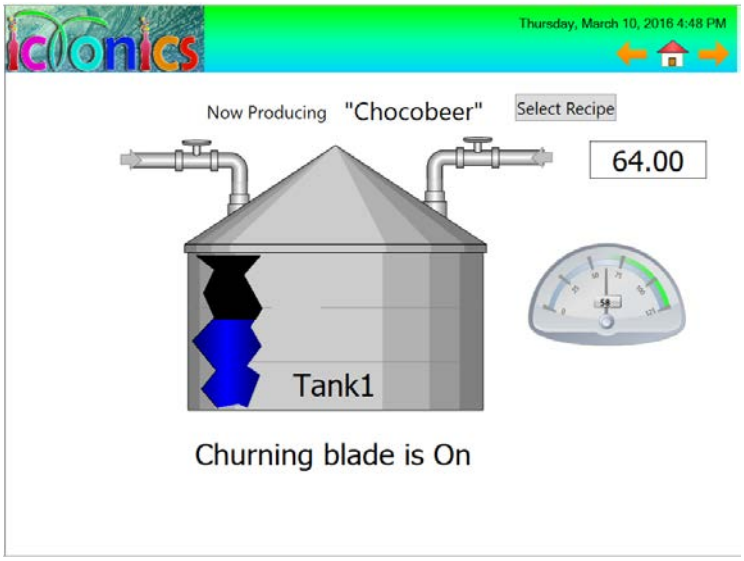

Figure L15.13 - icTonicsTankMonitor Display
10. Go to the button's properties and change the **Text** to **Select Recipe**. Make your finished display look like the one shown in Figure L15.13, and save it.